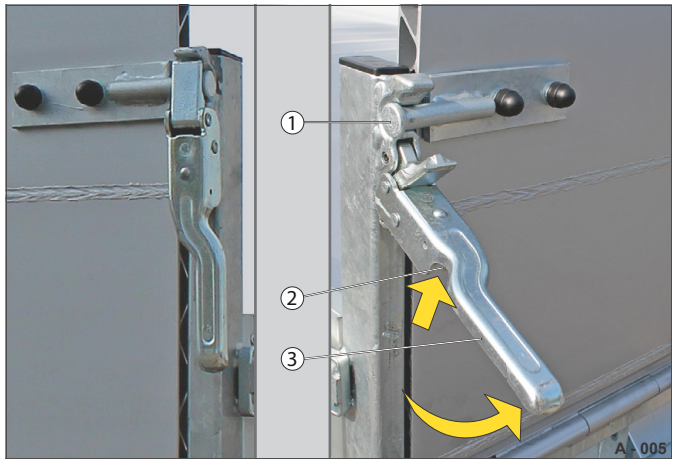

Abb. 9 Čepový uzávěr (pojezdová stěna)
▶ Zatlačte na pojistku uzávěru (Abb. 9/2).
▶ Zatáhněte za páčku uzávěru (Abb. 9/3). Čep (Abb. 9/1) se uvolní.